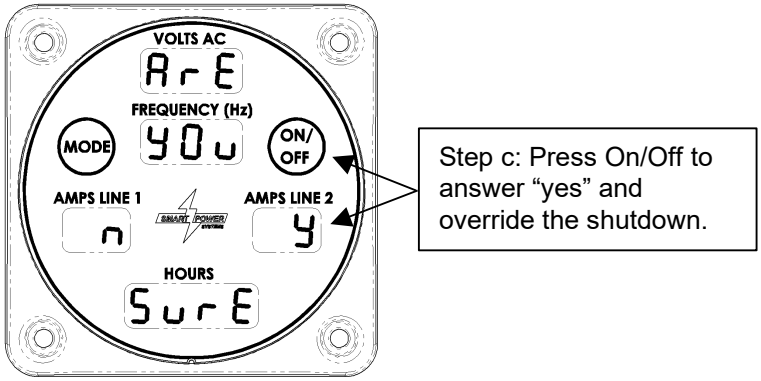

Figure 22 – Hot Oil Fault Override Confirmation
c. If your answer was “yes” in the previous step, the confirmation screen shown in Figure 22 will be displayed. Again, note the y and n labels below the Mode and On/Off switches. Press the On/Off switch to answer “yes” and override the shutdown. Press Mode to answer “no” and proceed to the oil temperature display.